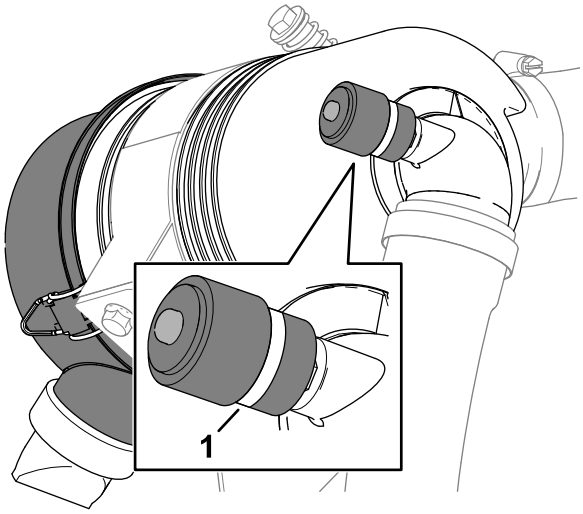

**Figuur 80**
3. Controleer de onderhoudsindicator aan het uiteinde van de luchtfilterbehuizing (Figuur 80).